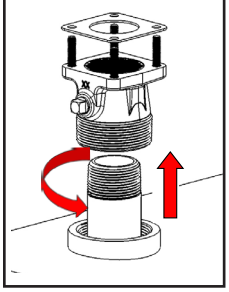

Figure 2
2. Visser l'adaptateur de citerne (avec le tube d'aspiration) dans la bonde de la citerne en appliquant la pâte d'étanchéité qui convient pour éviter toute fuite de liquide (Figure 2).